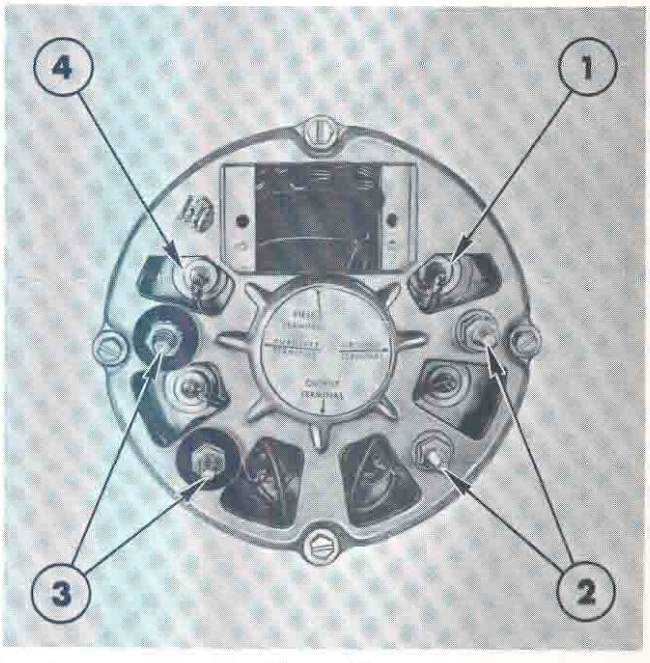

Figure 57
2. Insert the heat sink studs through the openings in the rear housing. Place the insulating washers over the studs, Figure 57. Install the locknuts as shown and tighten securely.